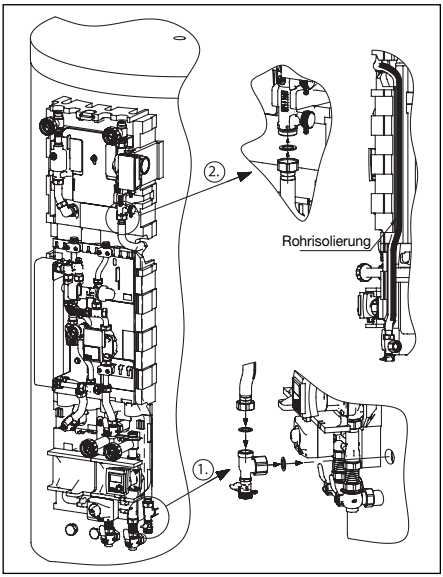

Abb. 20 Montage Metallwellrohr Solarrücklauf
– Den Kugelhahn G1 an den Speicher schrauben (Abb. 20 Punkt 1) und durch das vorgebogene Metallwellrohr G1, gestreckte L = 1150 mm mit dem solaren Rücklauf verbinden (Punkt 2)